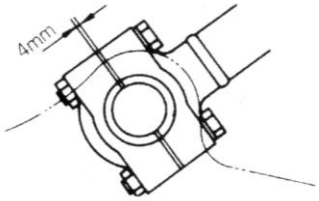

Рис. 3-8.
3) Регулировка прокладки (Рис. 3-8).